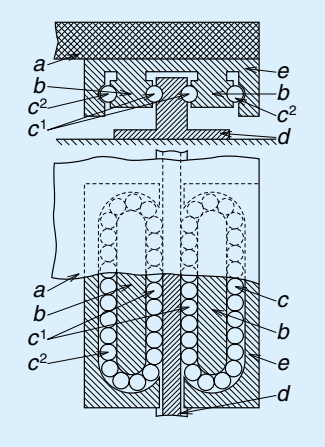

Fig. I-1•1 • French Patent in 1932.
(1) Abundant in type for any purpose
(2) High precision and quality
(3) High reliability and durability
(4) Component compatibility shortens delivery time
(5) Patented static load carrying capacity (shock-resistance)
* When a super-high load (impact) is applied, our gothic-arch groove spreads the load to surfaces which usually do not come into contact. This increases shock resistance (Fig. I-1•5).